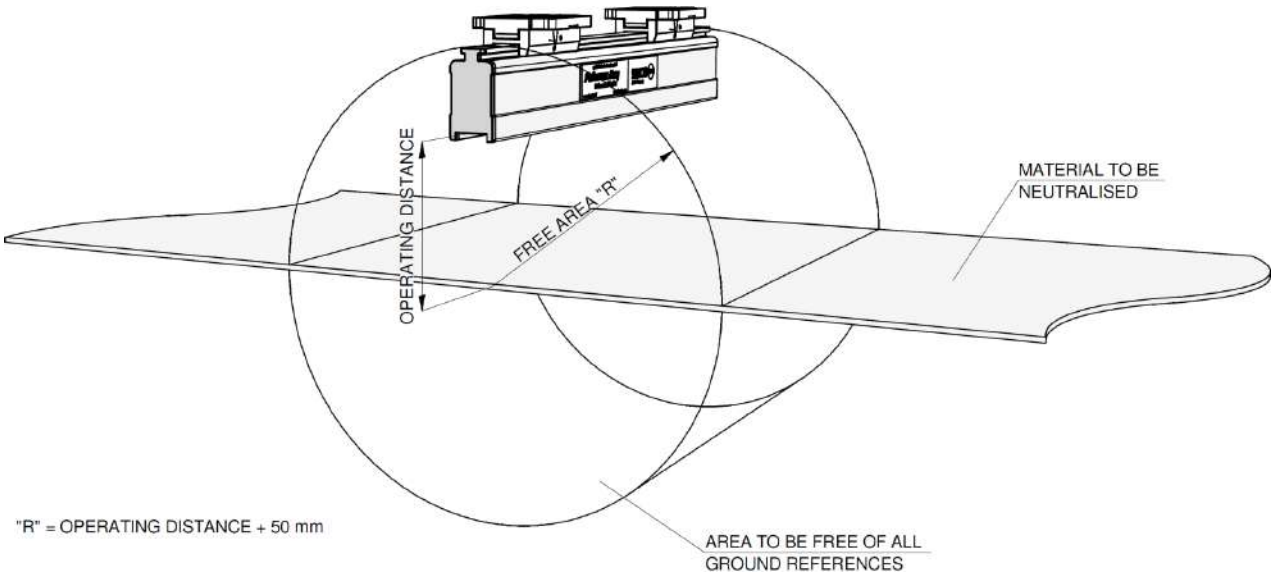

Abbildung 5.3.1: Optimale Position Performax IQ Easy Ex und Performax IQ Easy Ex Speed
- **Elektrisch leitende Teile in der Umgebung des Ionensprühstabs werden seine Leistung negativ beeinflussen. Die besten Ergebnisse werden erzielt, wenn der Ionensprühstab gemäß Abbildung 5.3.1 montiert wird.**